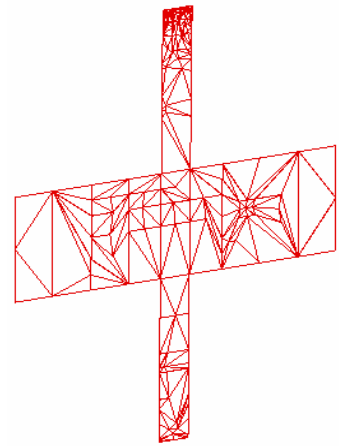

Figure 50. The section resulting from the cut
3. A **Cut** is made (see Figure 50). To visualize it, click **Off** "V perfil" in the **Select & Display Style**.